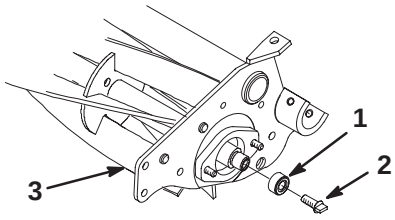

Figure 2
4. Apply removable No. 242 Loctite (blue) to the threads on the tang drive. Slide the new magnet onto the tang drive and screw the tang drive into the reel shaft (Fig. 2). The tang drive must be oriented with the shallow end facing outward as shown. Torque to 27 to 33 ft-lbs.